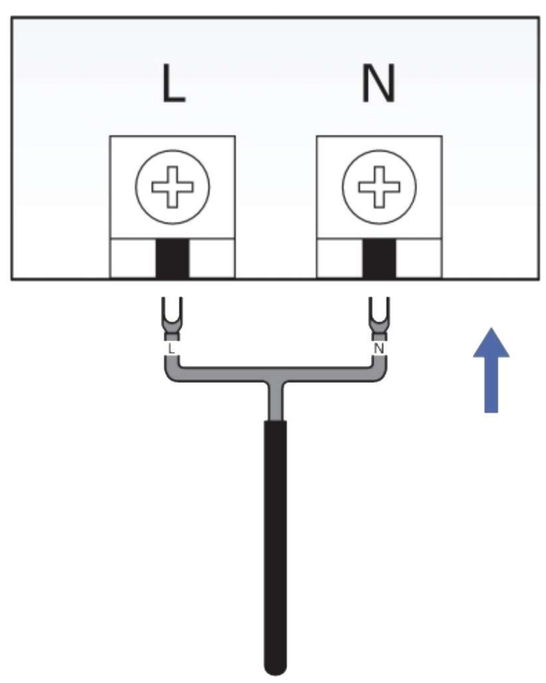

Figure 7.
- Connect lamp cords to power supply.(Figure 7.)